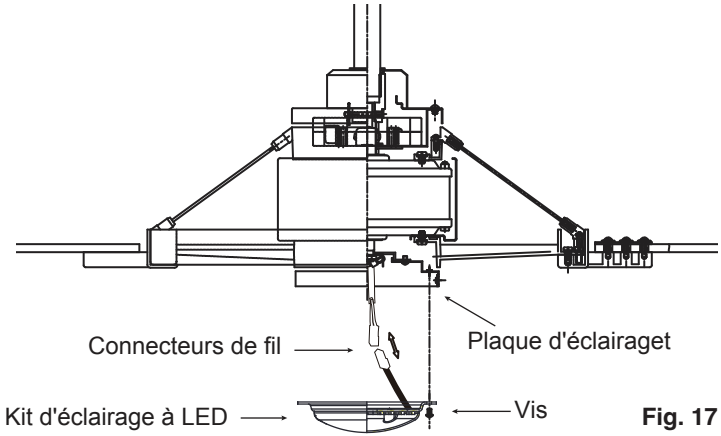

Fig. 17
Étape 1. Desserrez les trois vis de montage sur le kit d'éclairage à LED. (Fig.17)
Étape 2. Tout en retenant le kit d'éclairage à LED sous le moteur du ventilateur, effectuez les connexions. (Fig. 17)
Étape 3. Rangez les connexions soigneusement dans le kit d'éclairage. Placez les trous en forme de serrure sur le kit d'éclairage à LED sur les 2 vis précédemment de la plaque d'éclairage, tournez le dit d'éclairage à LED jusqu'à ce qu'il se bloque au niveau de la section étroite des trous en forme de serrure. Fixez en serrant les trois vis. (Fig.17)